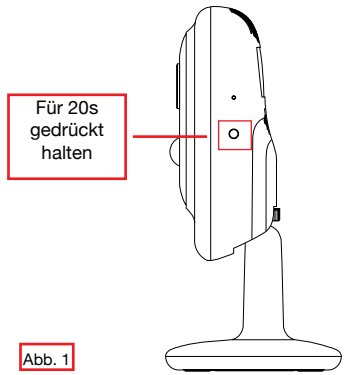

Abb. 1
1. Halten Sie den Resetknopf für 20 Sekunden gedrückt. (siehe Abb.1)